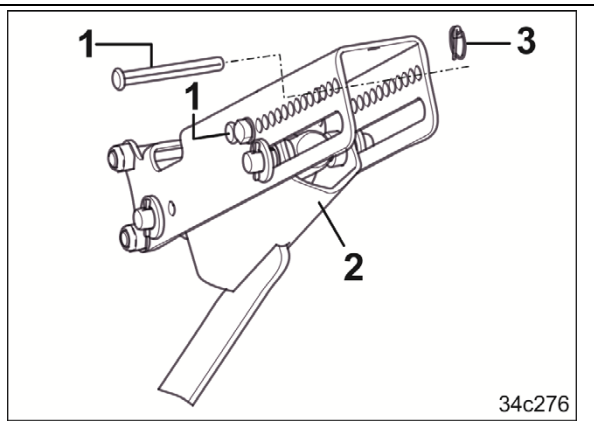

Fig. 125
2. Je einen Bolzen (Fig. 125/1) unter- und oberhalb des Anschlags (Fig. 125/2) in das Verstellsegment stecken und mit Klappsteckern (Fig. 125/3) sichern.